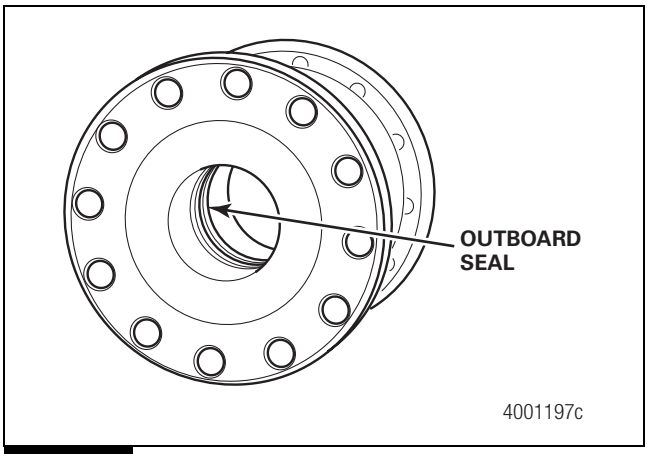
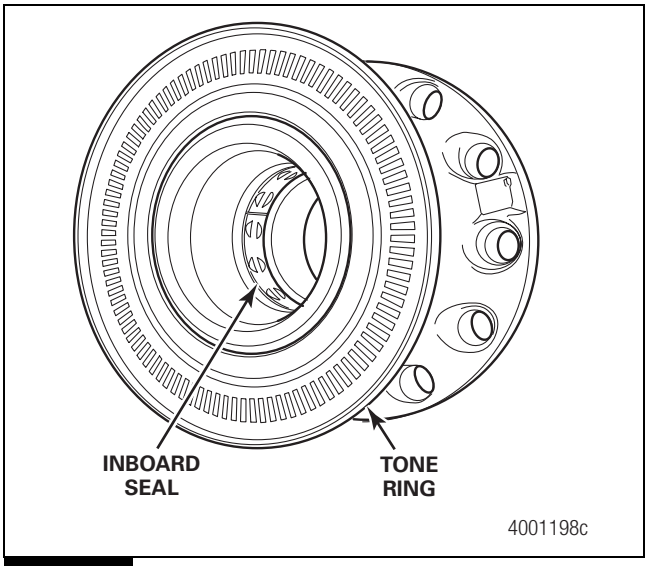

Figure 4.17
Figure 4.18
A. There is no visible damage to the inboard or outboard seals and the bearings have not become unseated. Figure 4.17 and Figure 4.18.
B. The tone ring is not damaged or bent. Figure 4.18.